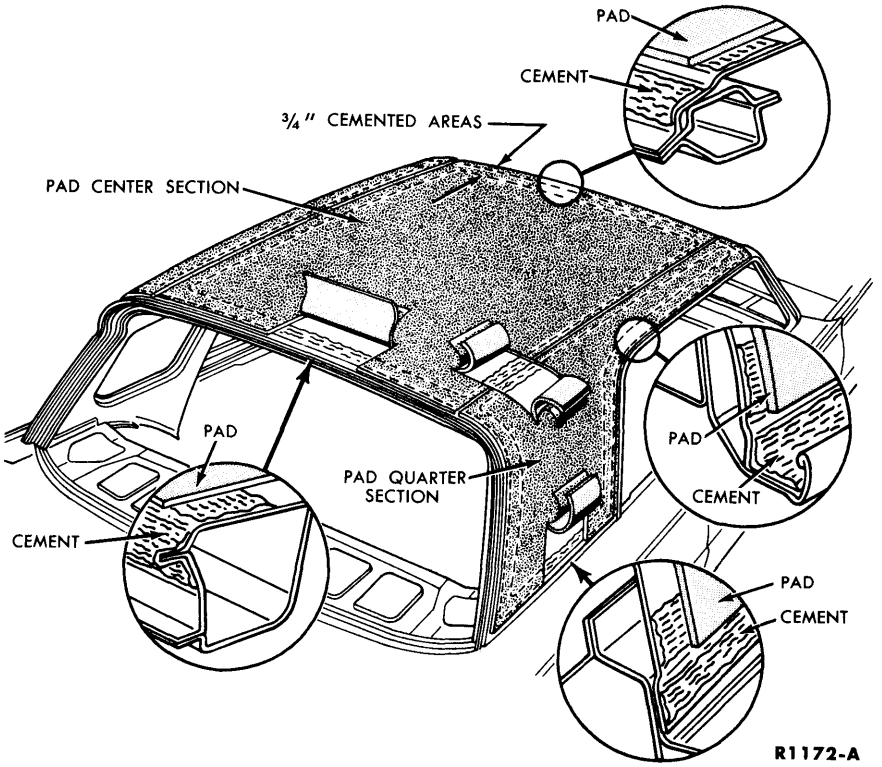

FIG. 71—Top Cover Pad Installation
1. When a new pad is being installed, carefully locate and cement the center and side pads to the roof panel. Adhesive should be applied to an area about ¾ inch wide around the entire outside edge of each pad section (Fig. 71) and the corresponding areas of the roof panel. After the pad is secured, trim off any excess material.